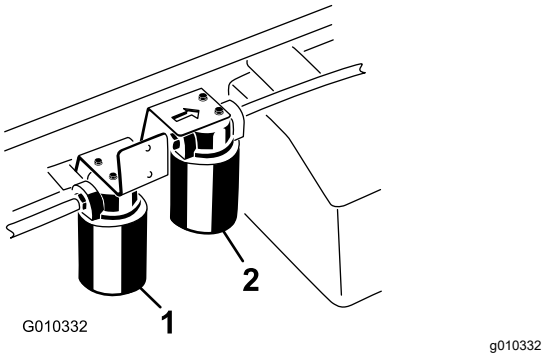

**Figuur 73**
3. Plaats een opvangbak onder het filter en verwijder het filter (Figuur 73).
1. Reinig de omgeving van de plaats waar het filter met hoge stroming wordt gemonteerd (Figuur 73).